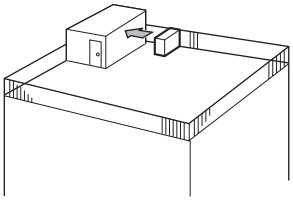

Fig. 2-2
① Positionner la sortie d’air vers le mur le plus proche et à environ 20" (500 mm) de celui-ci. (Fig. 2-2)